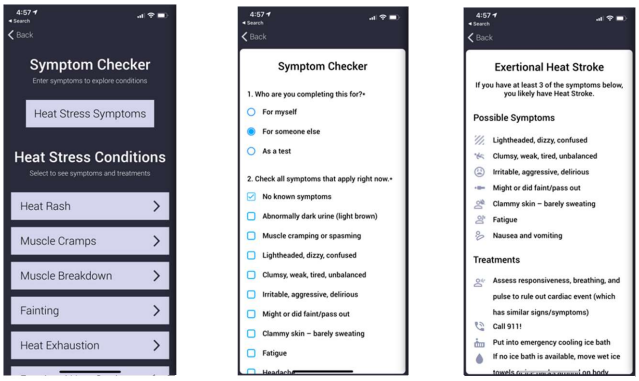

Figure 32: Heat Stress Symptom Checker
2. Select the **Heat Stress Symptom** Checker, answers the questions for treatment recommendations (Figure 32).